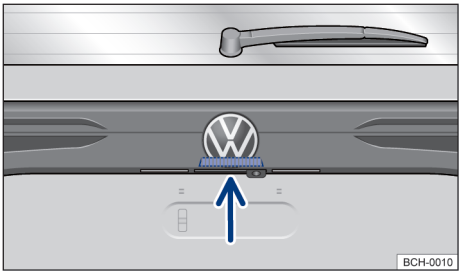

Fig. 58 Na tampa traseira: botão para abrir a tampa traseira.
– Para abrir a tampa traseira pressionar o botão → Fig. 58 e erguer a tampa traseira.